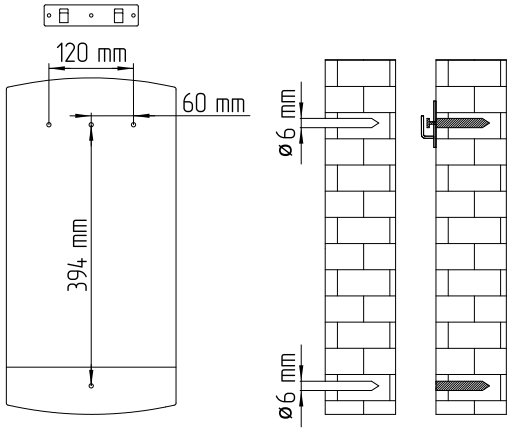

Рис.3 Порядок установки: шаг 2, шаг 3
2. Найдите подходящее место на участке стены и, используя монтажный шаблон из комплекта поставки, просверлите в стене отверстия диаметром 6 мм. Расстояние между отверстиями указано на монтажном шаблоне, а также показано на **Рис.3**;